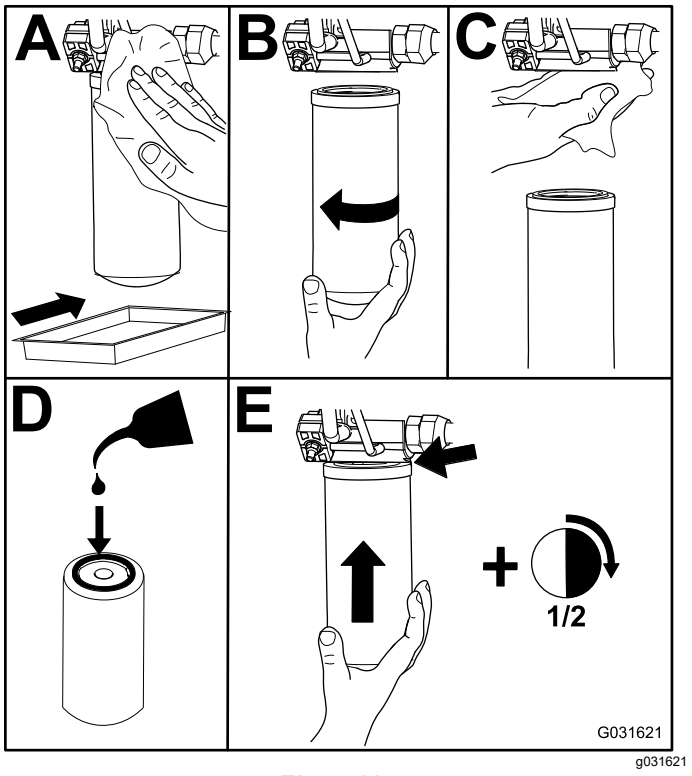

Figur 119
2. Byt ut hydraulfiltren (Figur 119).